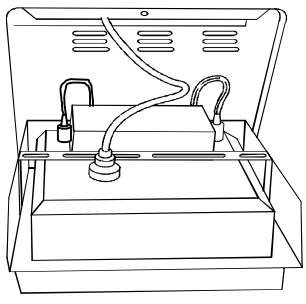

Fig. 4
4. Remove the cap on the port for taking out the recorder sensor and take out the recorder sensor. Then set the temperature recorder with the recorder fixing to the space for temperature recorder. [Fig. 4]